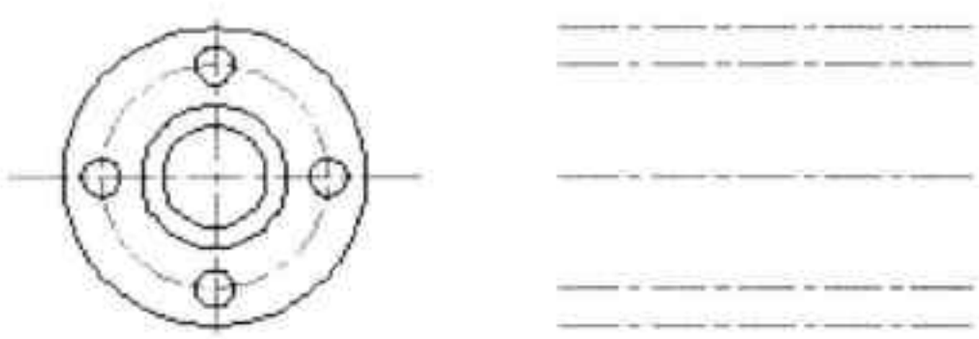

图21-7 绘制辅助线
Step 01 将“中心线”图层设为当前图层，启动“极轴追踪”和“对象捕捉追踪”模式，然后执行“直线”命令，绘制剖面图辅助线，如图 21-7 所示。